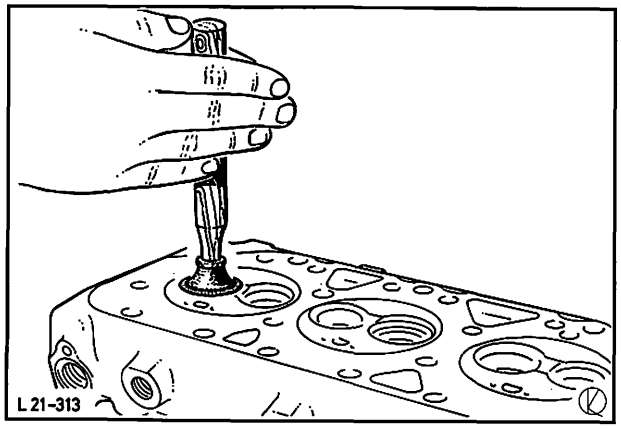

Abb. 133 Ventile einschleifen
4. Ventile und Kanäle im Zylinderkopf von Ölkohle bzw. sonstigen Rückständen befreien, anschließend Ventile einschleifen, Abb. 133, und Ventile sowie Zylinderkopf von Schleifpasteresten säubern.